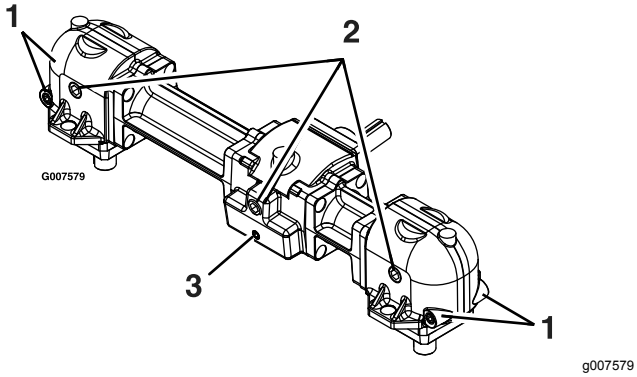

Figur 37
3. Bolt (3)
6. Fjern den store olieaftapningsprop foran på hver af de tre gearkassesektioner, og dræn olien (Figur 37).